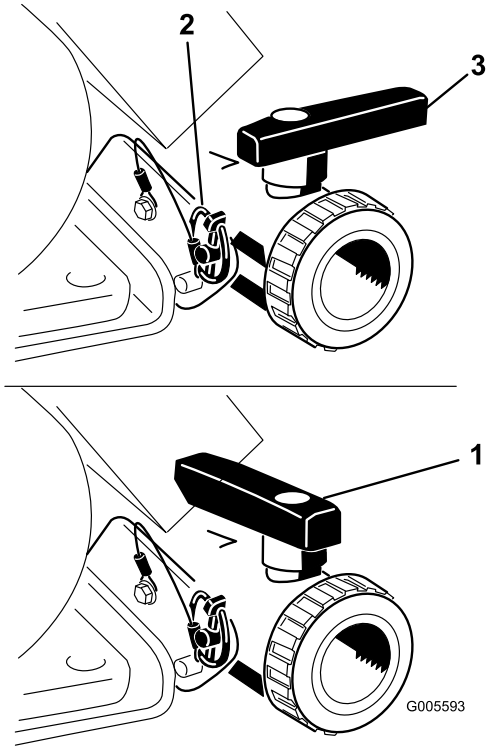

Bild 21
Öffnen Sie das Ventil, sodass nicht verwendete Materialien vom Tank ablaufen können und entsorgen Sie diese gemäß der lokalen Vorschriften und der Vorschriften des Herstellers (Bild 21). Nehmen Sie nach dem Ablassen den Klappstecker von der Halterung ab, mit der das Ablassventil an der Maschine befestigt ist, und legen Sie das Ventil auf den Boden. Dann kann Restmaterial in der Leitung ablaufen.
3. Wenn der Tank ganz geleert ist, setzen Sie das Ventil mit dem vorher abgenommenen Klappstecker im Rahmen ein und schließen Sie das Ablassventil (Bild 21).